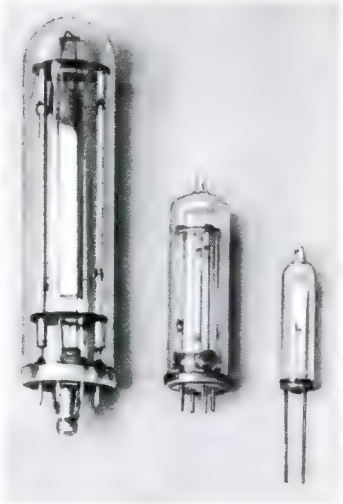

*Bild 12. Drei Muster von Siemens-Vakuumquarzen*
*Glashalter.* Eine vakuumdichte Einschmelzung des Quarzes in ein Glasgefäß, dessen Form und Aussehen einer Verstärkerröhre ähnelt, bietet absoluten Schutz gegen Feuchtigkeit und auch eine gewisse Sicherheit Temperaturschwankungen gegenüber *(Bild 12)*. Man verwendet diese Form, die mit Loctal-, Miniaturröhrensockel und Lötanschlüssen hergestellt wird, vorzugsweise in Übertragungssystemen. In Glasröhrchen mit 7-Stift-Sockel stecken die Telefunken-Quarze der Q-7- bzw. QB-7-Serie für 5 kHz bis 50 MHz.